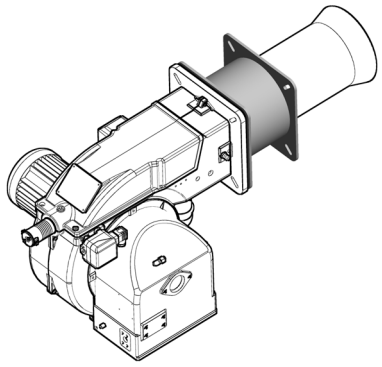
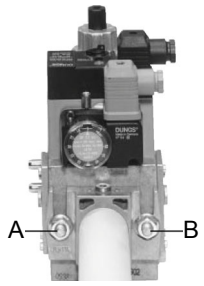
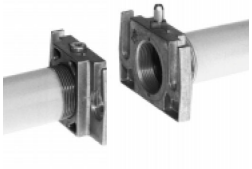

Fig. 6
Fig. 7
Fig. 9
3. apretar los tornillos A, B, C y D (Fig. 6 - Fig. 7), respetando las posiciones de montaje (Fig. 9);